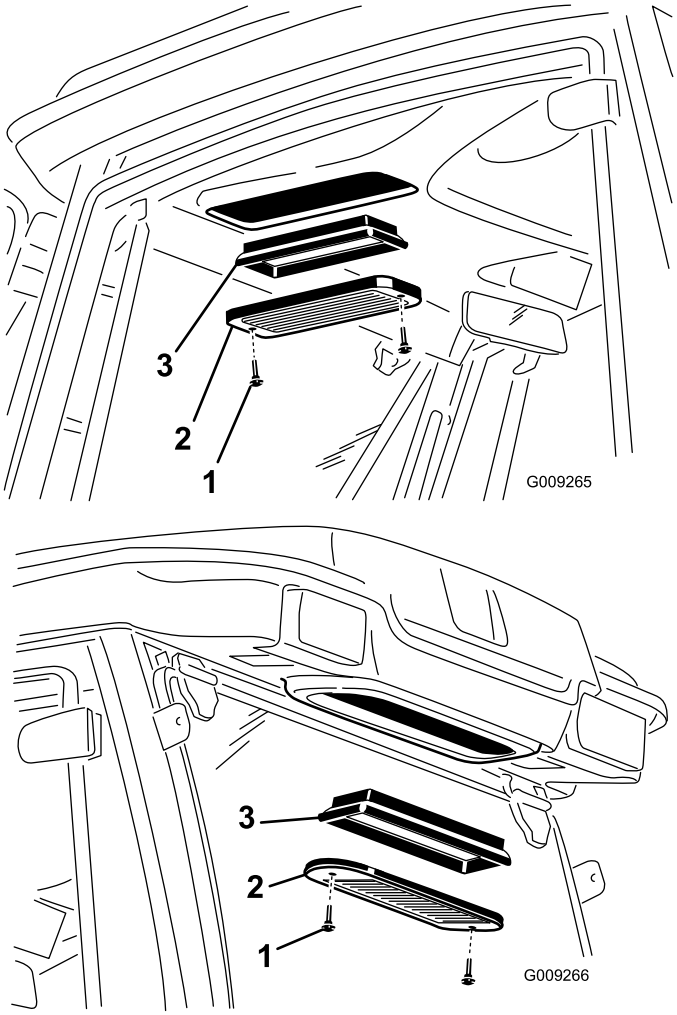

**Figur 72**
1. Fjern fingerskruerne og ristene fra luftfiltrene inden i førerhuset og bag førerhuset (Figur 72).